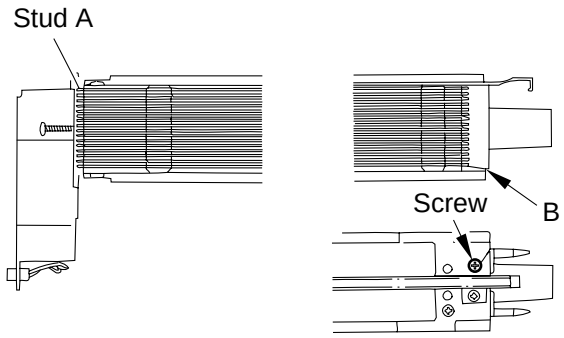

Figure 11-220
6) Hook the loop on the stud A shown in Figure 11-220.